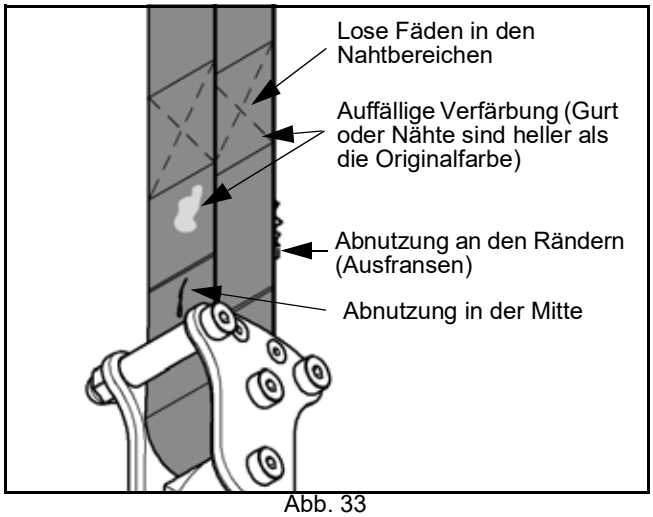

Abb. 33
2) Das Band auf Anzeichen von Verschleiß oder Verfärbung prüfen (siehe Abb. 33 unten).